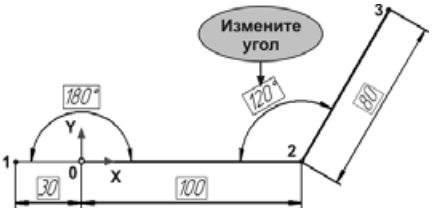

Рис. 8.58
- Войдите в режим редактирования эскиза **Участок 1** и измените значение углового размера с 90 на 120 (рис. 8.58).